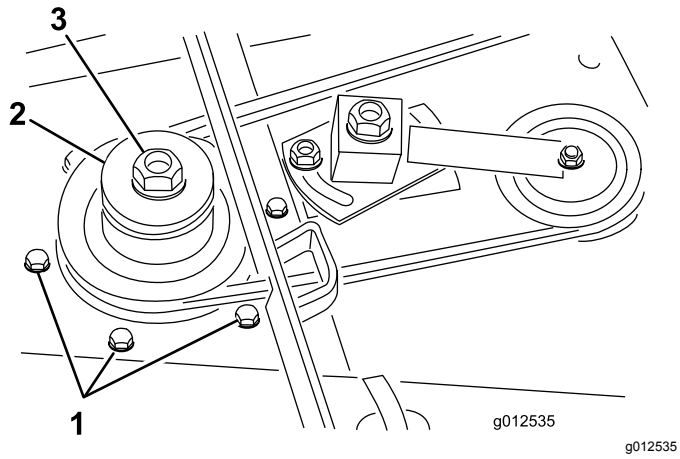

Figur 5
4. Afmonter de seks bræddebolte og flangemøtrikker, der fastgør spindelhuset til klippeenheden (Figur 5). Skub spindelhuset ud fra bunden af klippeenheden.